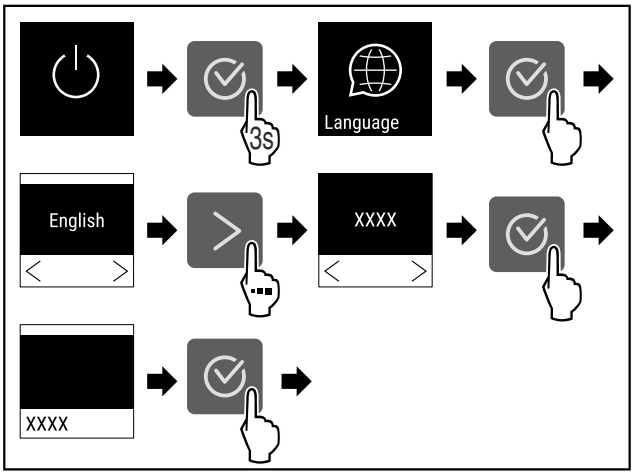

Fig. 54
▶ Ejecutar los pasos (consulte Fig. 54) .